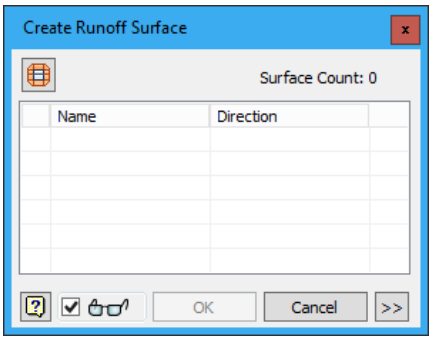

Figure 19-76 *The* ***Create Runoff Surface*** *dialog box*
1. Choose the **Create Runoff Surface** tool from the **Parting Design** panel in the **Core/Cavity** contextual tab of the **Ribbon**; the **Create Runoff Surface** dialog box is displayed, as shown in Figure 19-76.